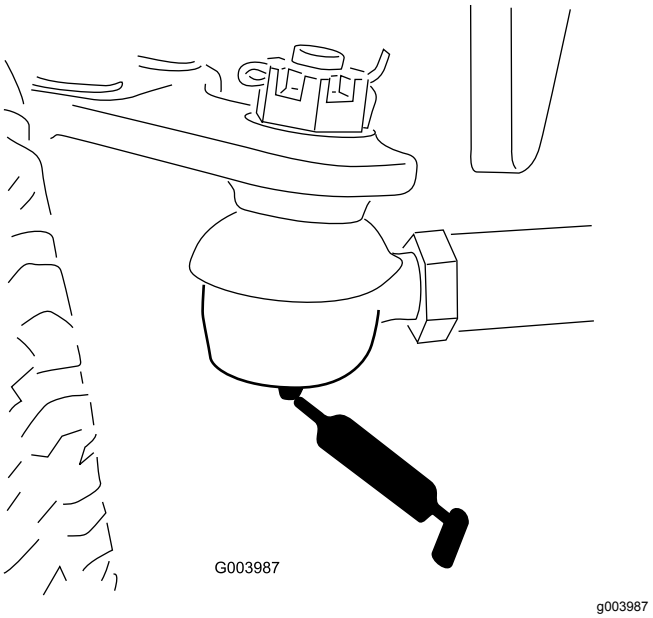

Figur 42
- Bakaxelns dragstång (2) (Figur 42)